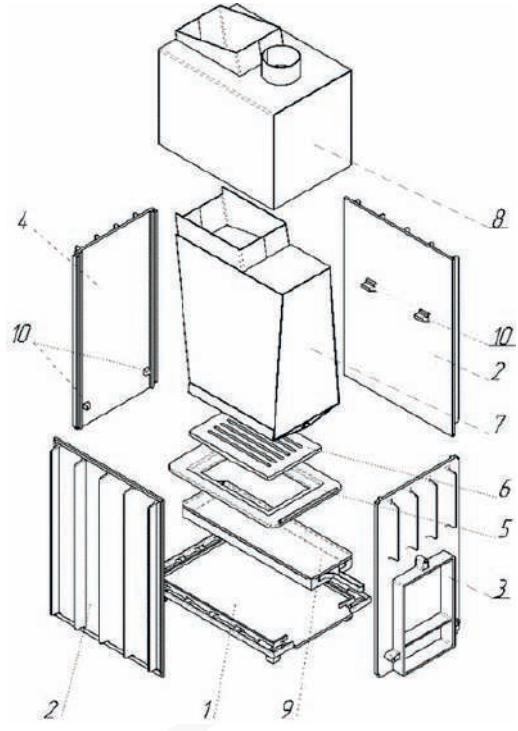

Рис.13 Схема сборки топочного агрегата печи Калита Экстрим.
2.3.3.2 На подготовленном месте в парной установить основание поз1 рис.13
2.3.3.3 В пазы основания установить боковые стенки поз.2 рис.13, затем переднюю поз.3 рис.13 и заднюю проз.4 рис.13. Приливы поз.10, рис.13 на боковых стенках должны быть расположены вверху, а на задней и передней стенках внизу.
2.3.3.4 Зафиксировав стенки эластичной стяжкой (резиновым жгутом) уложить основание колосника поз.5 рис.13, затем установить колосник поз.6, рис.13 в посадочное место в основании колосника.
2.3.3.5Установить емкость для камней поз.7 рис.13 на приливы боковых стенок.
2.3.3.6 Установить кожух поз.8 рис.13.
2.3.3.7 Установить в подколосниковое пространство зольный ящик поз.10, рис.13.